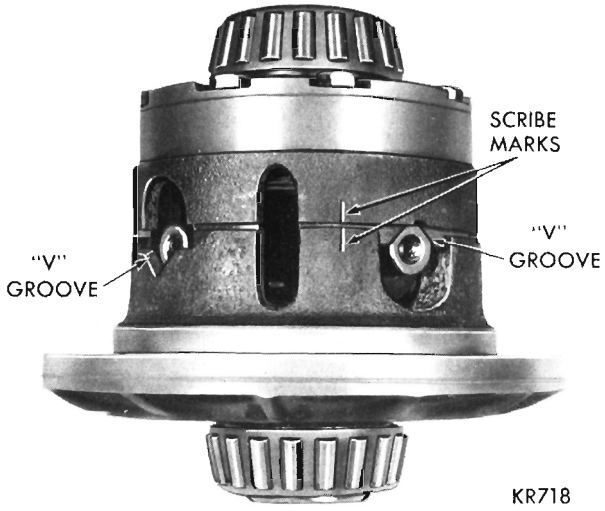
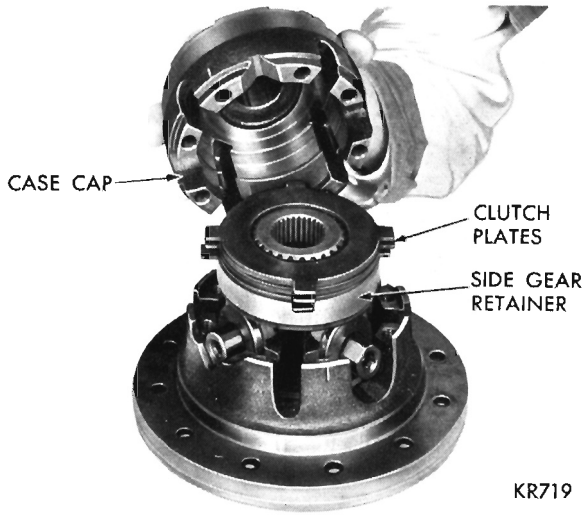
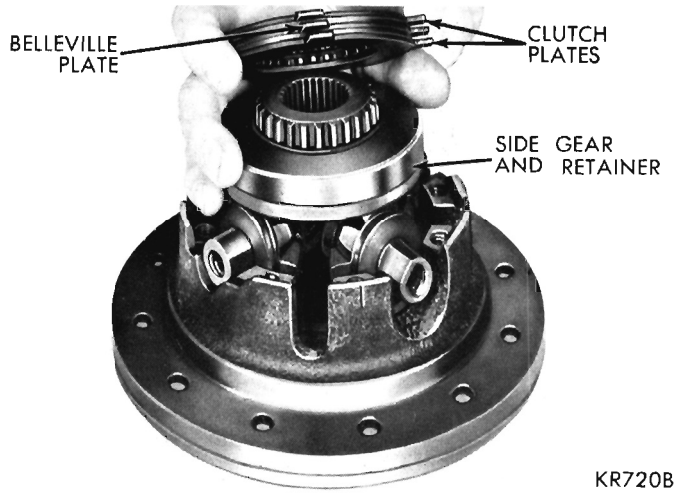

Fig. 11—Case Halves Scribed for Proper Reassembly
Fig. 12—Removing or Installing Differential Case Cap
Fig. 13—Removing or Installing Clutch Plates (Cap Side)
(1) Remove axle drive gear. Measure runout of the drive gear mounting flange. Replace both case halves if runout exceeds .003 inch.
(2) Before disassembling case halves, place scribe marks on each half to aid in aligning the case when reassembling (Fig. 11). Remove case cap attaching bolts and remove case cap (Fig. 12). Remove clutch plates (Fig. 13).